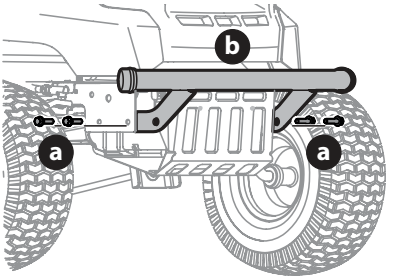

Fig. 15
1. Retirez les quatre boulons (a) du pare-chocs (b) (Fig. 15).
2. Placez les supports du pare-chocs à l'intérieur du châssis et fixez-les avec les quatre vis hexagonales (a) (Fig. 15).